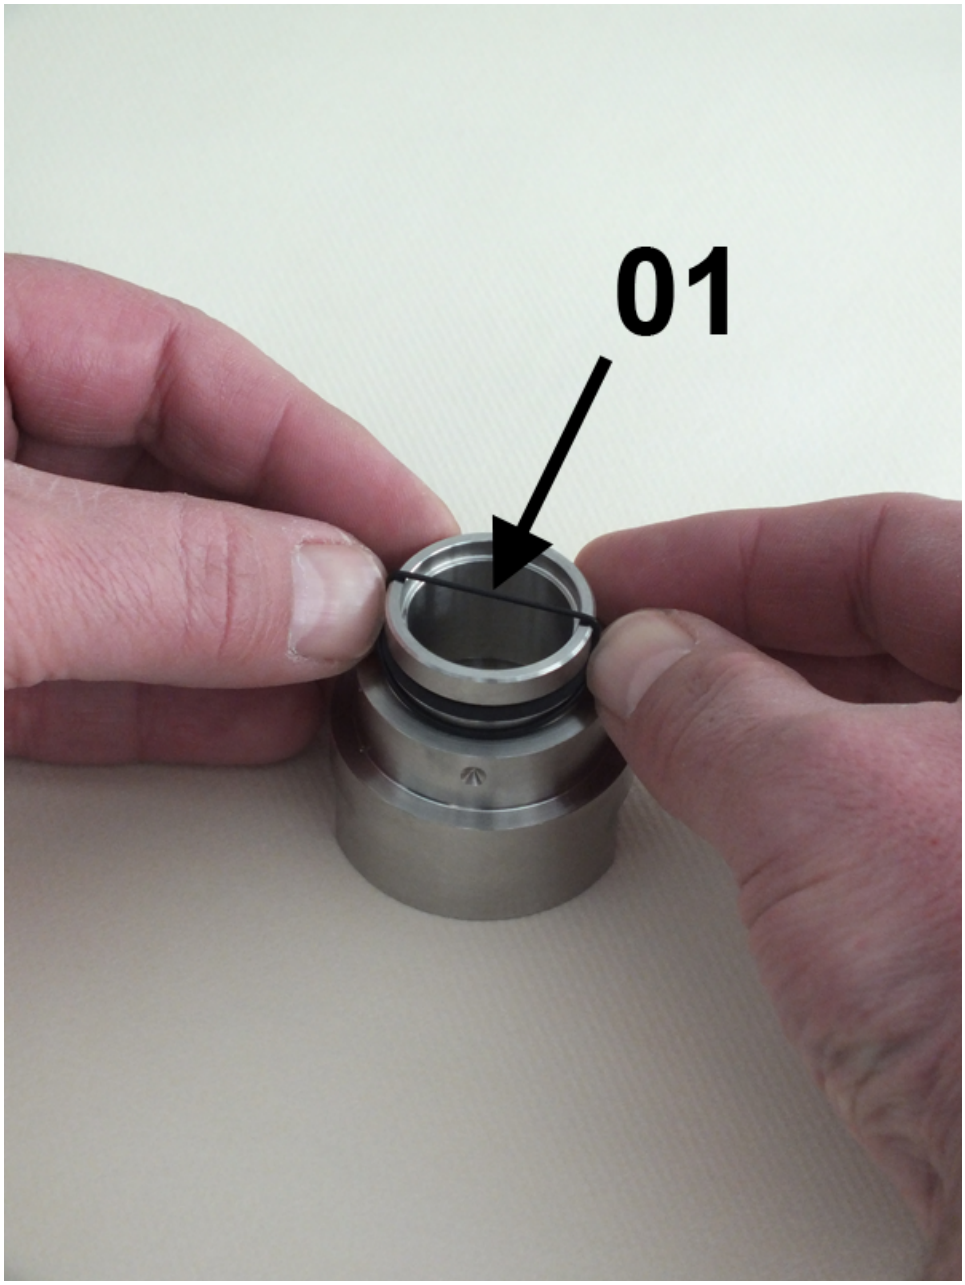
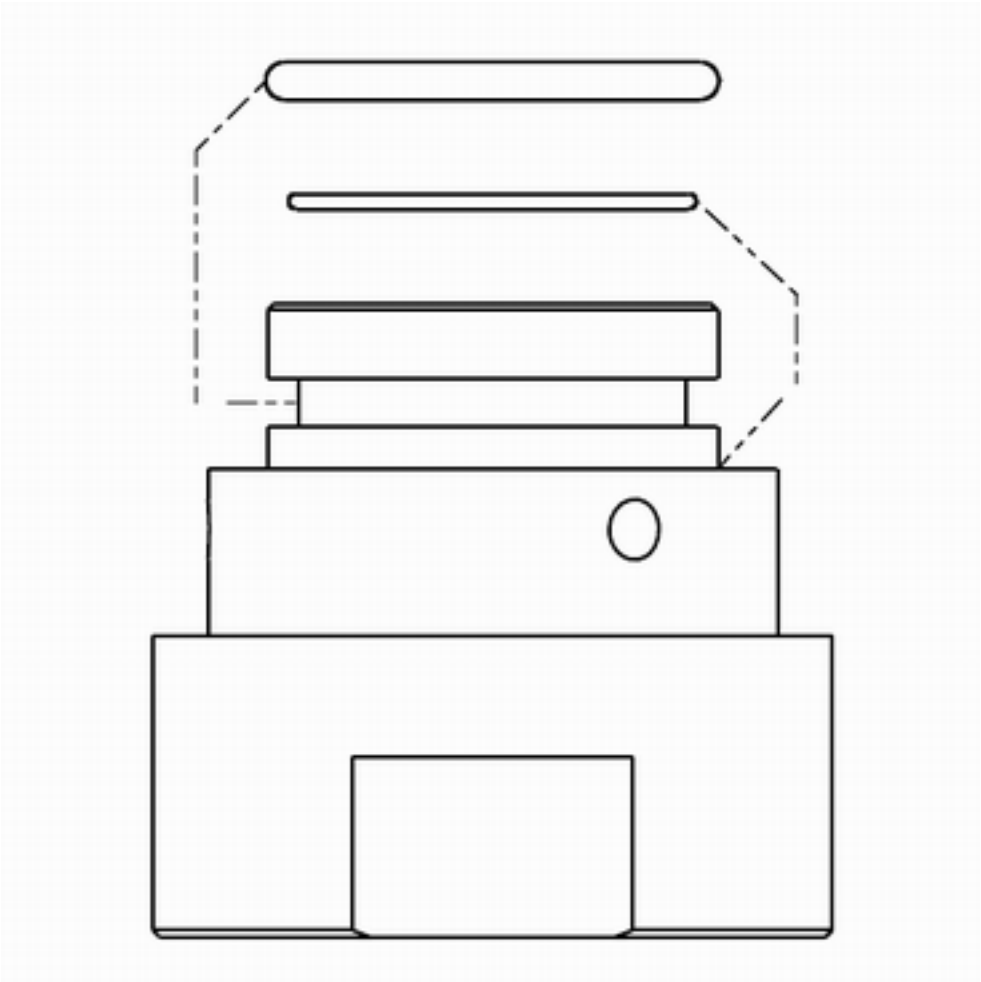

Abb. 41: O-Ring (Glaspuffer)
Abb. 42: Position der O-Ringe
1. O-Ring (Dichtung) vorsichtig auf die Verschraubung aufziehen (*Abb. 40*/01), so dass er im oberen O-Ringsitz der Verschraubung sitzt (*Abb. 42*). Dabei darauf achten, dass der O-Ring nicht überdehnt wird
2. O-Ring (Glaspuffer) vorsichtig auf die Verschraubung aufziehen (*Abb. 41*/01), so dass er im unteren O-Ringsitz der Verschraubung sitzt (*Abb. 42*). Dabei darauf achten, dass der O-Ring nicht überdehnt wird